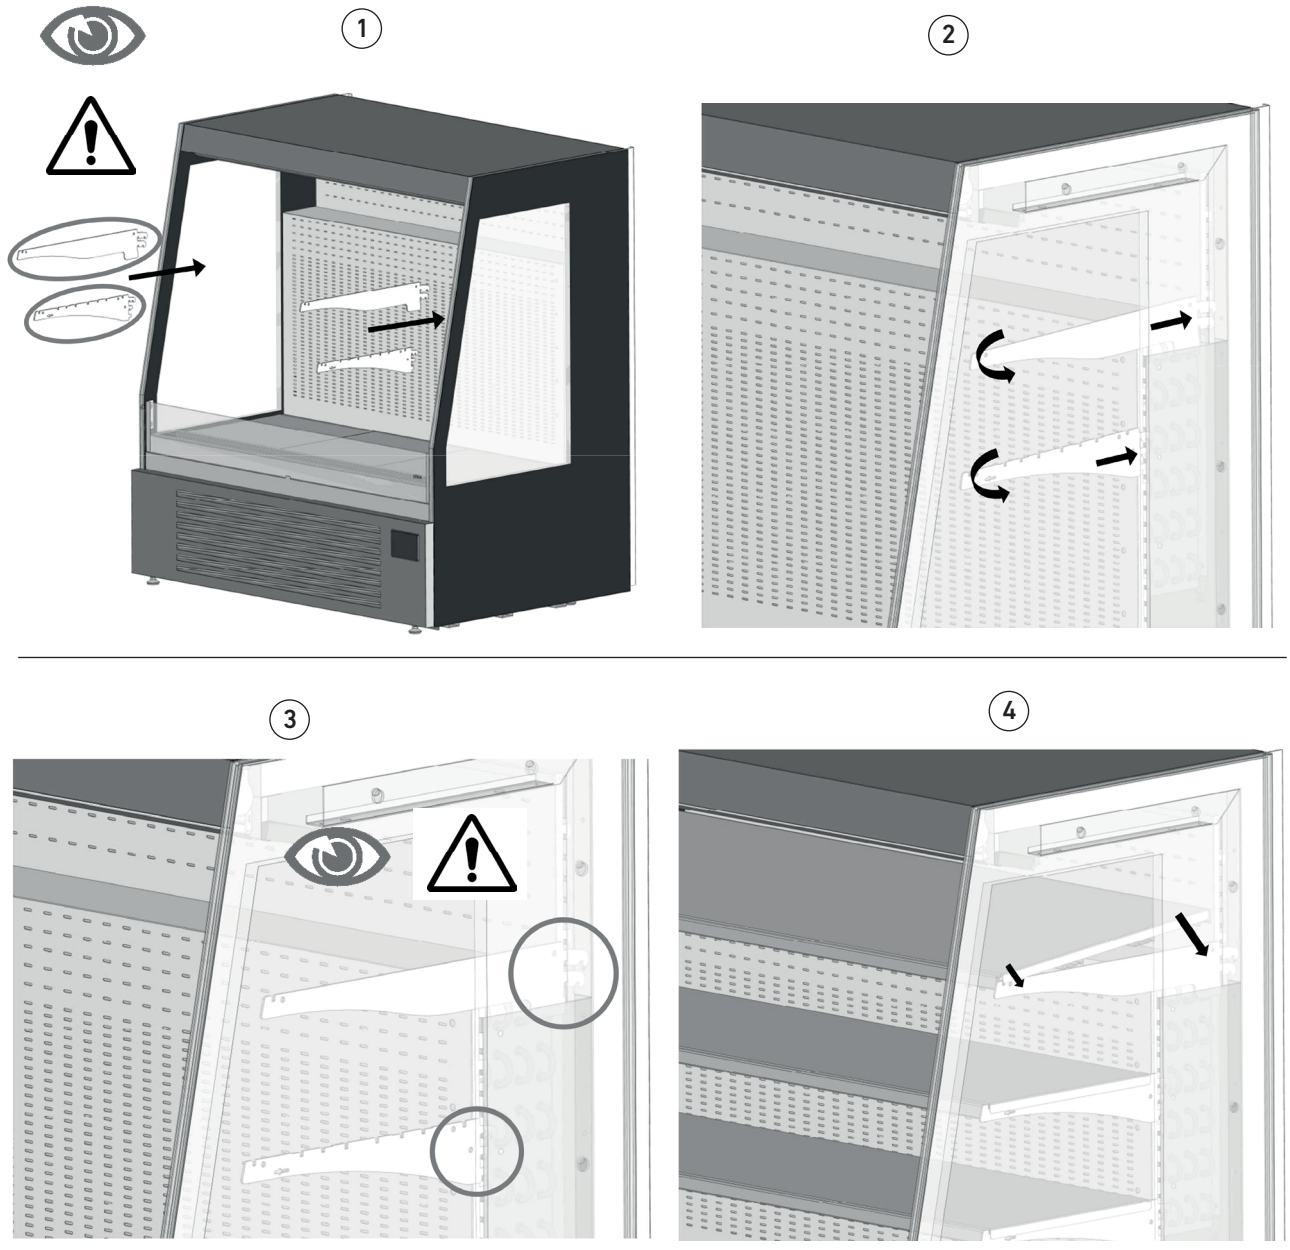

fig. 14
- Pour insérer correctement les supports d'étagère, faire attention aux deux types de supports (grands dans la partie supérieure de la marche interne et petits dans la partie inférieure (fig. 14 détail 1) ;
- Placer les supports d'étagères avec le côté denté tourné vers l'arrière de la chambre frigorifique et tourner légèrement le support vers le bas pour faciliter l'insertion des « dents « dans les logements appropriés (fig. 14 détail 2) ;
- Respecter les hauteurs indiquées par les limites de charge des étagères (fig. 14 détail 3) ;
- Une fois que tous les supports d'étagères sont en place, placer les étagères sur ces supports comme indiqué sur la fig. 14 détail 4.